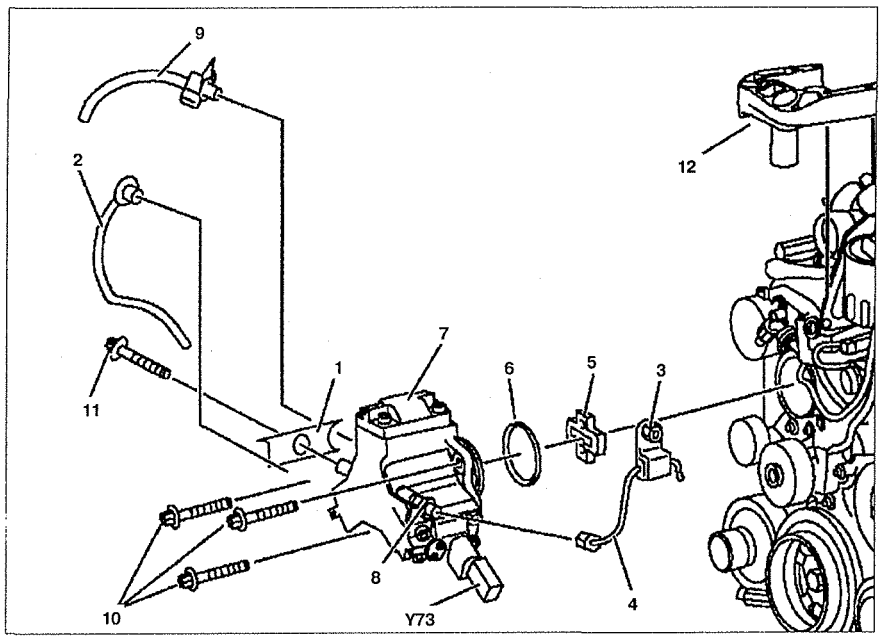

Рис. 5.59. Топливный насос высокого давления:
3. Отсоедините разъем проводки от отсечного клапана **Y73** (см.рис. 5.59).